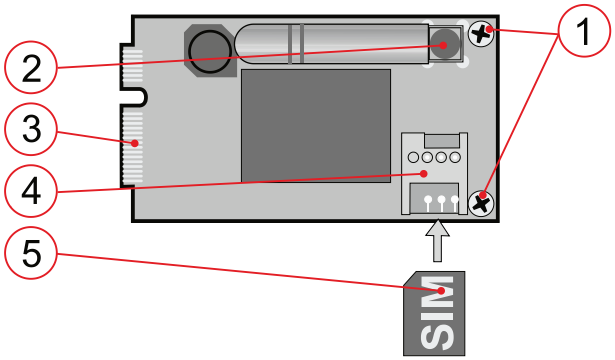

Rys. :1 Komunikator JA-194Y
e) **Podłącz antenę GSM** do złącza (2.) na module komunikatora (włączone do JA-194Y-LITE). Podczas instalacji anteny proszę postępować zgodnie z orientacją pokazaną na Rys. 1.